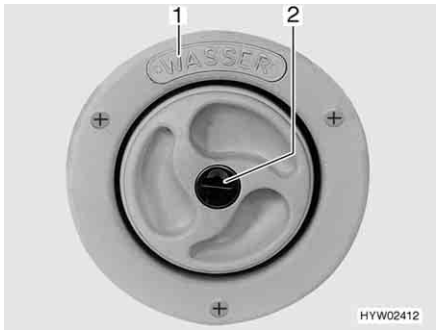
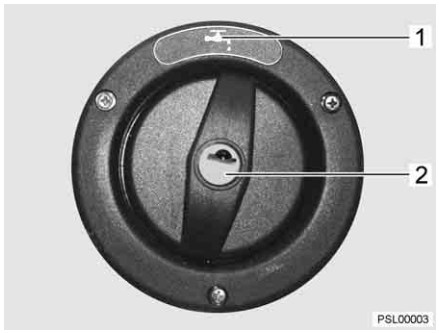

Fig. 38 Cap for the drinking water filler neck
Fig. 39 Cap for the drinking water filler neck (alternative)
▷ The drinking water filler neck is labelled by the word "WASSER" (water) (Fig. 38,1) or marked by the symbol "" (Fig. 39,1).
- Insert the key in the locking cylinder (Fig. 38,2 or Fig. 39,2) and turn it in an anticlockwise direction.